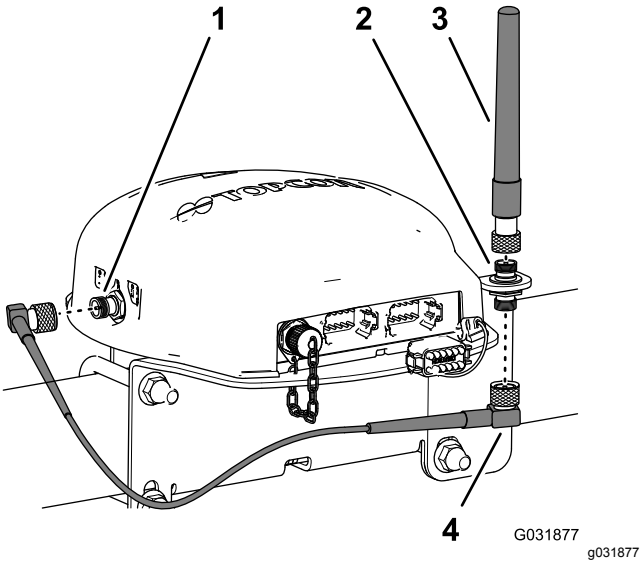

Figuur 148
3. Monteer de RTK-antenne op de bovenste fitting van de coaxiale koppeling en draai de kartelmoer van de antenne handmatig vast (Figuur 148).
4. Monteer de antennekabel losjes op de onderste fitting van de coaxiale koppeling (Figuur 148).
5. Leid de kabel rond de achterzijde van de navigatieontvanger, naar de coaxiale connector van de CDMA GSM cellulaire modem Figuur 148.
6. Sluit de antennekabel aan op de coaxiale connector van de CDMA of GSM cellulaire modem (Figuur 148).